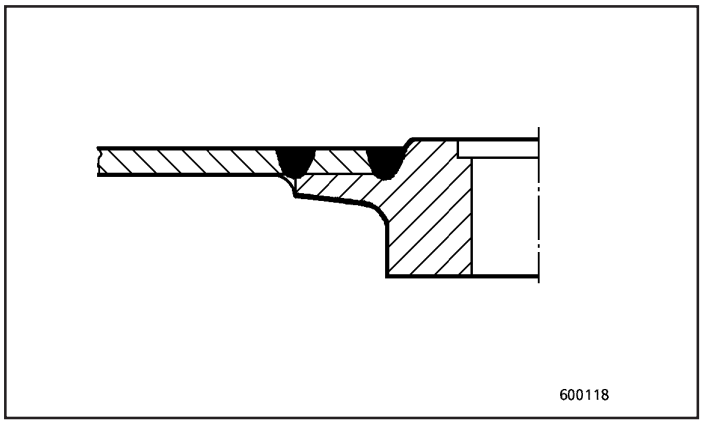

Fig.11
- Soldagem do rasgo aberto (Fig. 11).